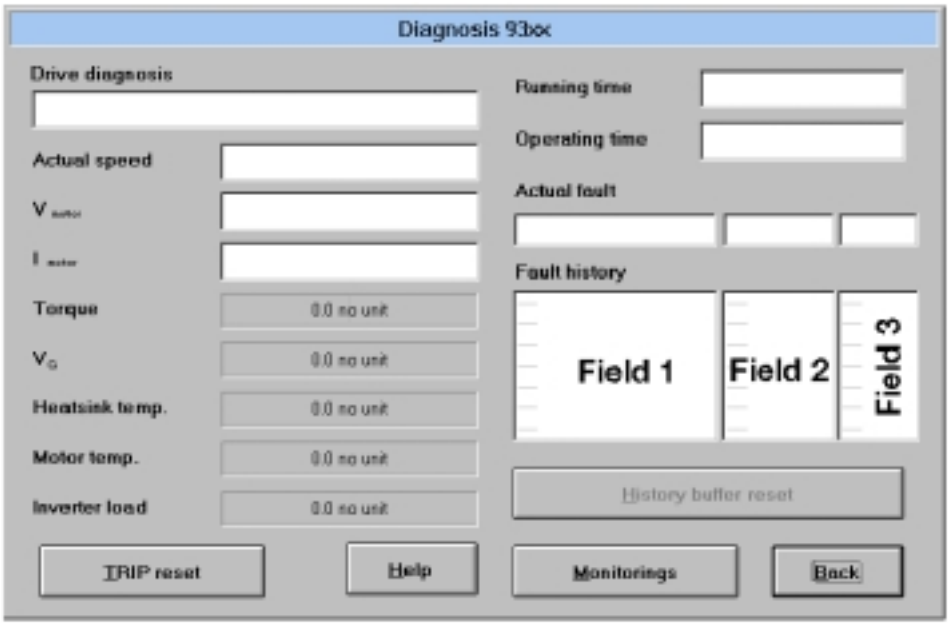

Fig. 8-4 Dialog box "Diagnostics 9300"
– Reference time is the mains switch-on time (see Fig. 8-4, field top right).